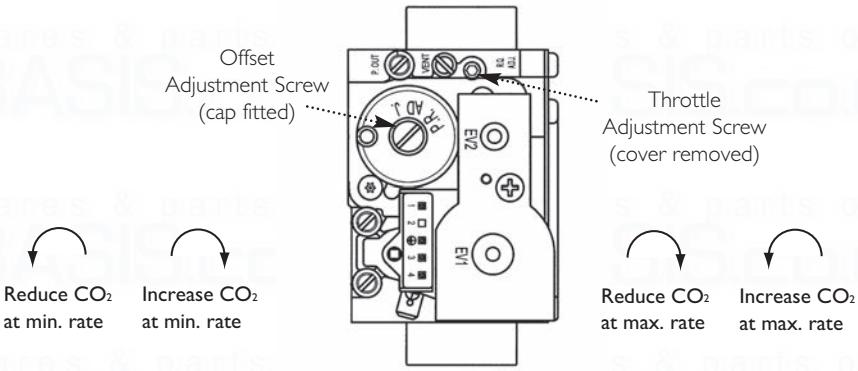

Fig. 81
10. With the boiler on minimum, the Offset Adjustment Screw must be altered, using a suitable hexagon key, after removing the cap (Fig. 81). Turning anti-clockwise will reduce the CO_2. Clockwise will increase the CO_2.